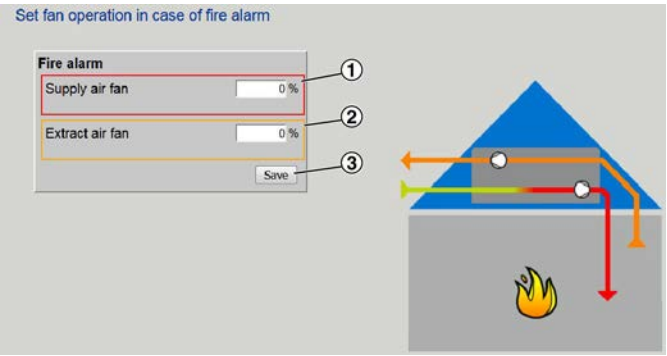

Fig. 50: Réglage des ventilateurs en cas d'incendie
6. Saisir une valeur pour le ventilateur de soufflage d'air (Voir la Fig. 50/1).
7. Saisir une valeur pour le ventilateur de reprise d'air (Voir la Fig. 50/2).
8. Cliquer sur *« Enregistrer »* (Voir la Fig. 50/3).